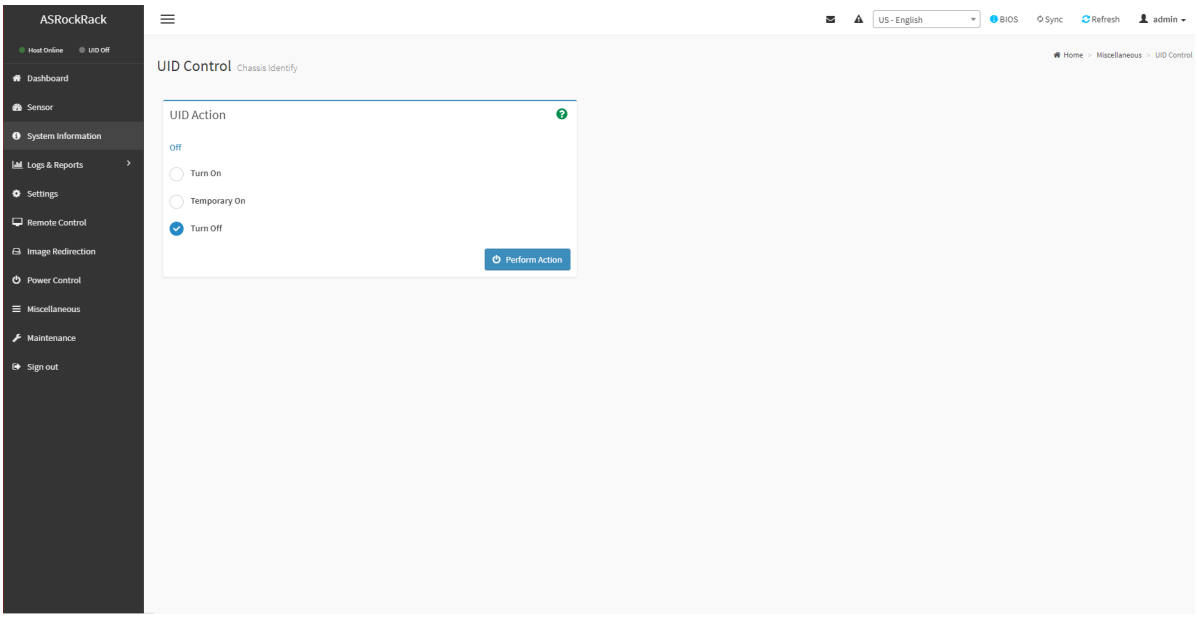

Рис. 123. Окно «UID Control»
7) Пройдите во вкладку «Miscellaneous» → «UID Control» в данной вкладке предоставляется пользователям различные параметры для настройки светодиода UID, который используется для определения местоположения сервера в стойке. Окно показано на рис. 123 Окно «UID Control»